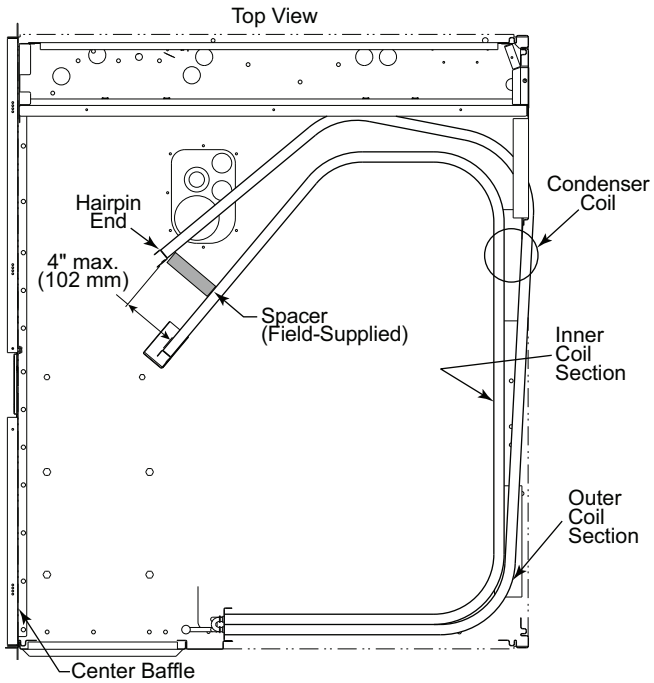

**Fig. 16 — Separating Coil Sections**
8. Insert a spacer (field-supplied) between the tube sheets to hold the coils apart (see Fig. 16).